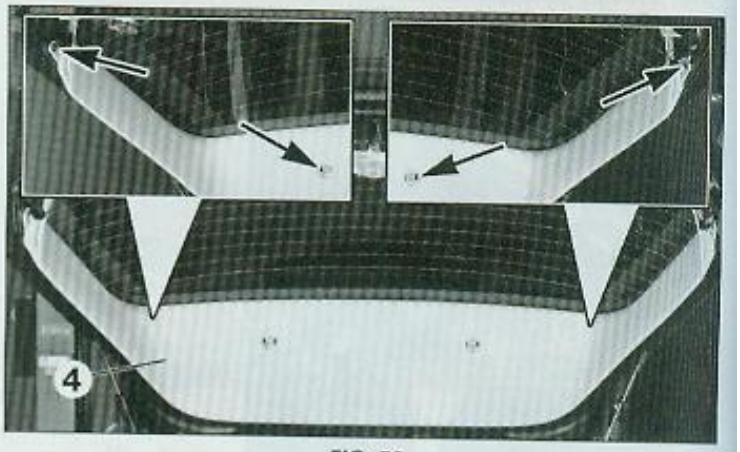

FIG. 59
• Déposer la garniture supérieure (4) de hayon **(Fig.59)**.